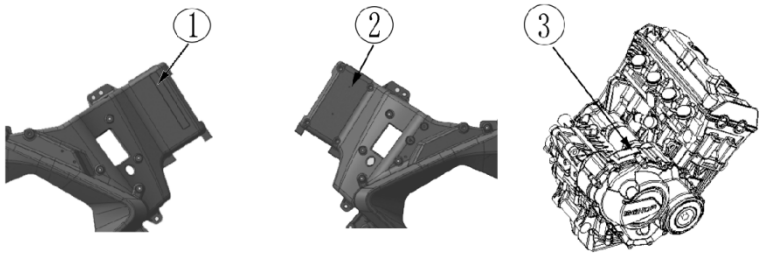

Рис. 1 Схема расположения заводской таблички, номера рамы, VIN-кода и номера двигателя
1.2. Расположение номера (Рис. 1)
① Номер рамы мотоцикла (VIN): Передняя часть правой рамы (правая сторона передней трубы);
② Заводская табличка: Передняя часть левой рамы (левая сторона передней трубы);
③ Номер двигателя: непосредственно над правой стороной кожуха двигателя;